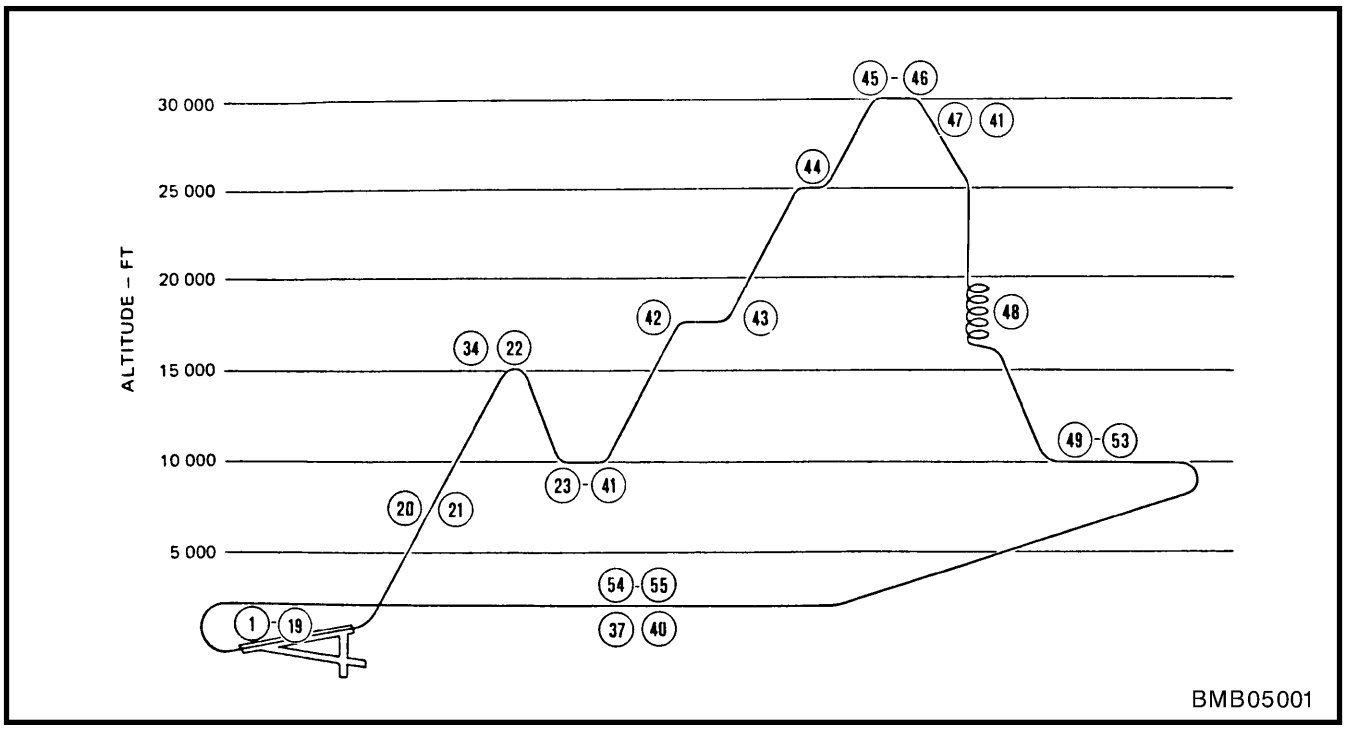

Figure 5-1-1 Flight Test Profile
1. The procedures detailed in this part are to be observed during all flight testing of the aircraft and its systems. The flight profile is shown in Figure 5-1-1. Test cards are shown in Figure 5-1-2. The following rules also apply: